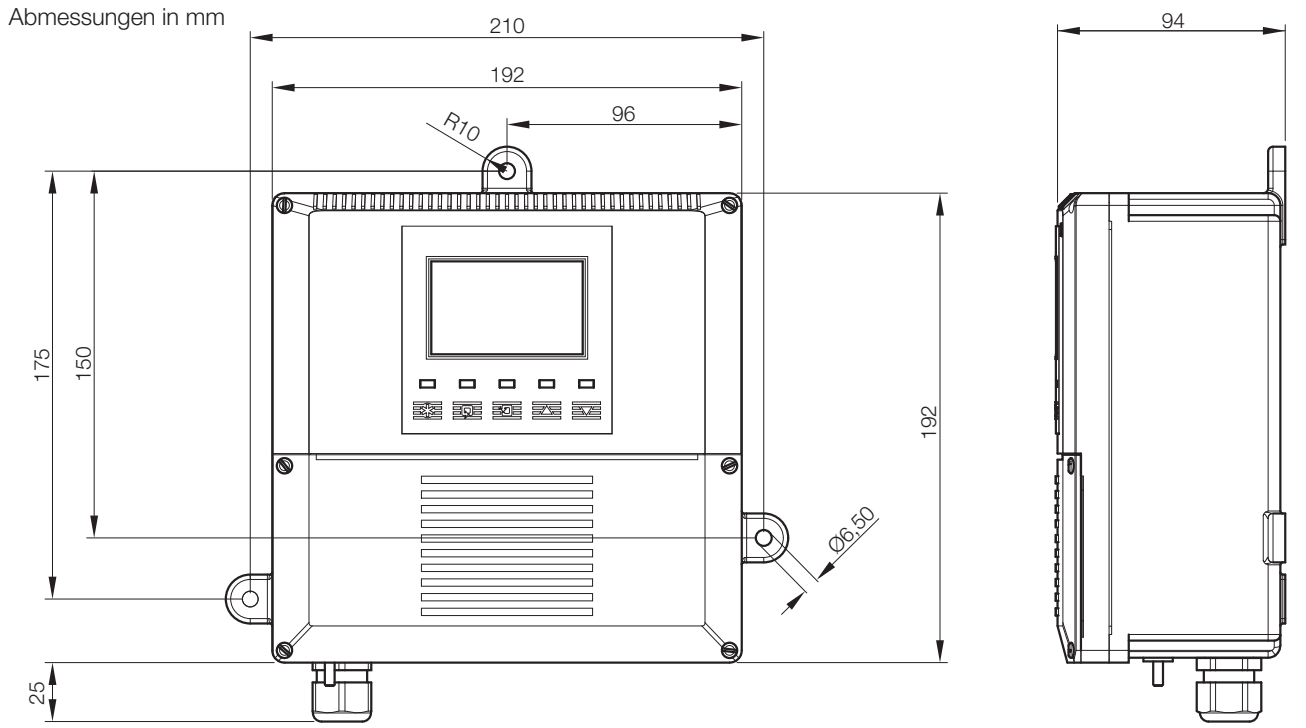

Abb. 6.2 Abmessungen
6.2.1 Wand-/rohrmontierte Analysatoren (Abb. 6.2 und 6.3)